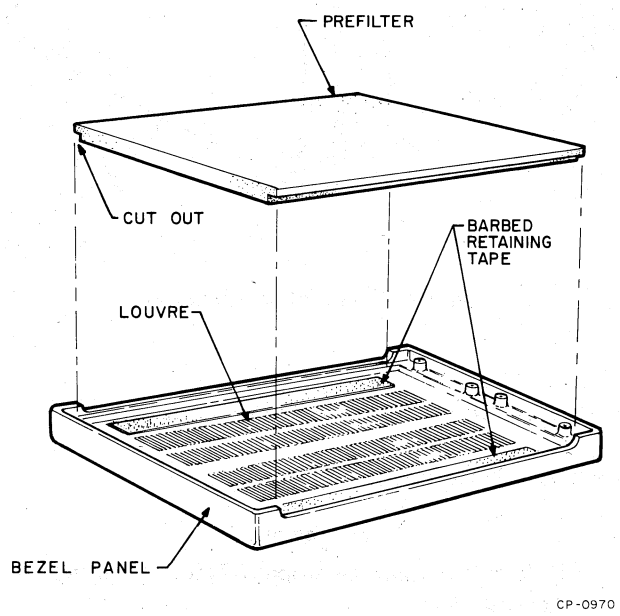

Figure 4-1 Pre-Filter Removal and Replacement
1. Remove the front bezel panel (Figure 4-1) by grasping the panel at the center of both sides and pulling it straight out from the front of the drive cabinet.